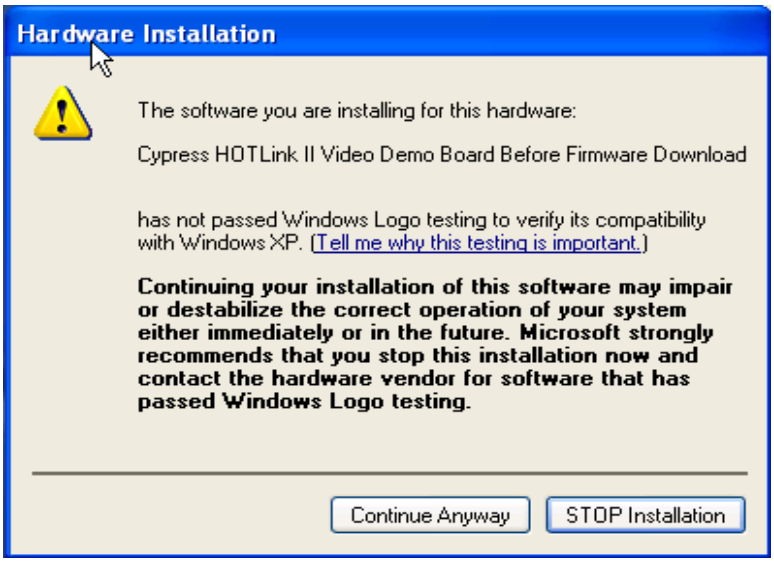

Figure E-8. Hardware Installation
2. If a warning window pops up as shown in *Figure E-8*, click on “Continue Anyway.”